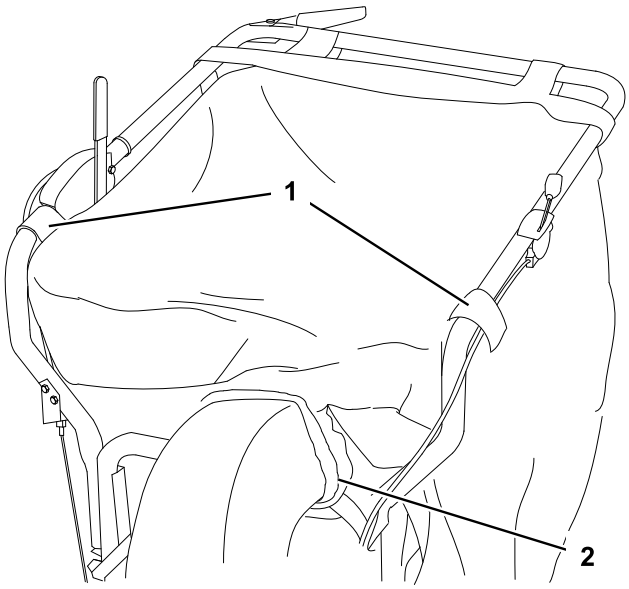

Figur 9
2. Placer posen på håndtaget, fastgør kransene over boltene, og posebøjlen over håndtaget (Figur 9).
3. Før posens elastiske halsstykke hen over sliskens flanger (Figur 9).